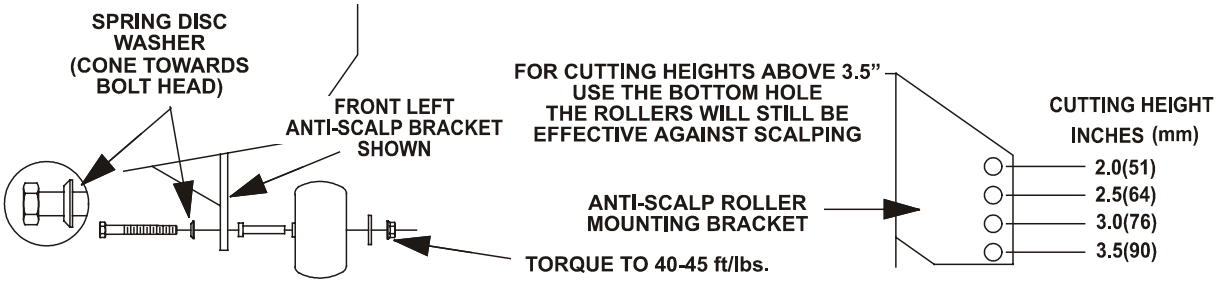

FIG. 10
g) Adjust anti-scalp rollers for Normal Operating Conditions. Stop engine and remove key. Place rollers in one of the positions shown in Fig. 10. Rollers will maintain 3/4 in. (19 mm) clearance to the ground to minimize gouging and roller wear or damage. **For Maximum Flotation,** place rollers one hole position lower. Rollers should maintain 1/4 in. (6.4 mm) minimum clearance to ground. ***Do Not*** adjust rollers to support the deck. Be sure *bolt is tightened properly* or loss of anti-scalp roller may result.